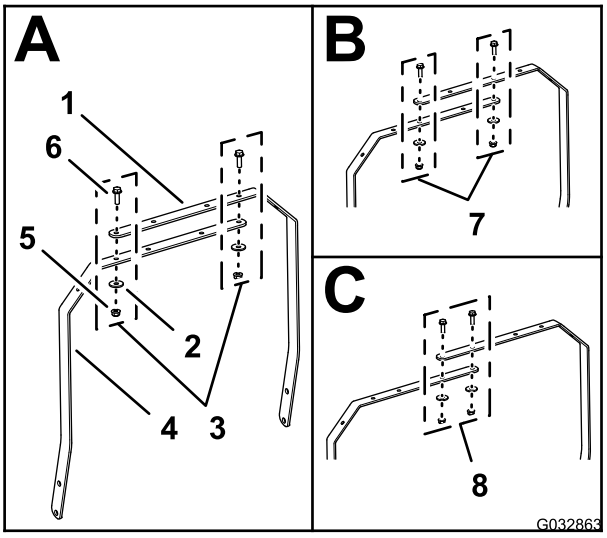

Bild 9
- **Maschinen der Serie 800:** Fluchten Sie die zwei Löcher des linken Riemens der Lampenleiste und den rechten Riemen der Lampenleiste so aus, wie in A in Bild 9 abgebildet.
- **Maschinen der Serie 1000:** Fluchten Sie die zwei Löcher des linken Riemens der Lampenleiste und den rechten Riemen der Lampenleiste so aus, wie in B in Bild 9 abgebildet.
- **Maschinen der Serie 1600:** Fluchten Sie die zwei Löcher des linken Riemens der Lampenleiste und den rechten Riemen der Lampenleiste so aus, wie in C in Bild 9 abgebildet.